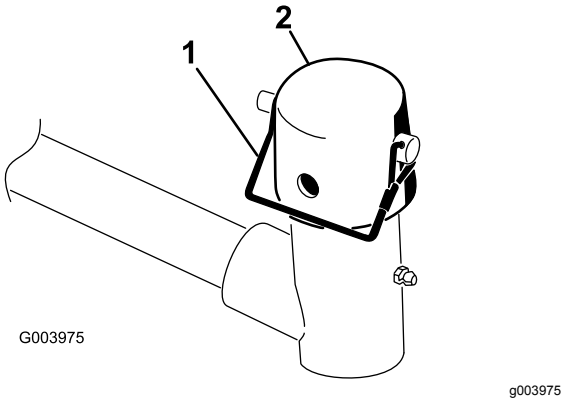

Figuur 10
7. Verwijder de borgpen uit het juk van het draaipunt van de hefarm. Verwijder dan de dop (Figuur 10).
11. Bevestig het kapje en de as van het draagframe met de borgpen aan het juk van de hefarm (Figuur 10).